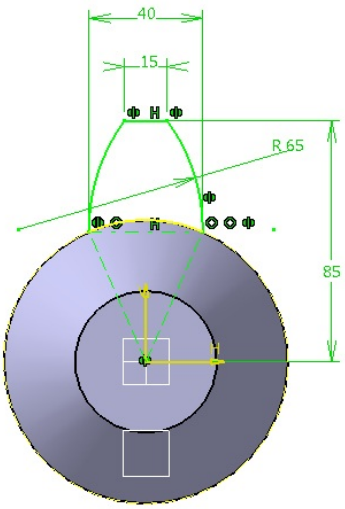

Figure 9-72 *Sketch created on the front planar face*
offset distance from the right most planar face of the base feature, refer to Figures 9-72.
2. Draw the sketch on the newly created plane, as shown in Figure 9-72.